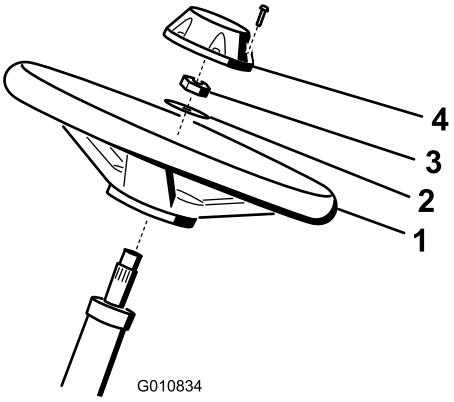

Figur 5
1. Før rattet på rattstangen (Figur 5).
2. Før skiven på rattstangen (Figur 5).
3. Fest rattet til stangen med en låsemutter og stram den til med et moment på 27–35 Nm (Figur 5).
4. Sett lokket på rattet, og fest med seks bolter (Figur 5).